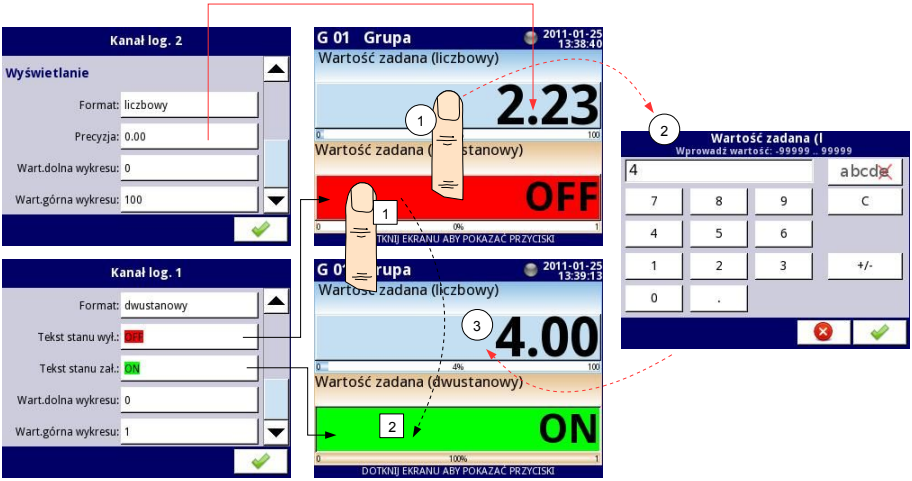

Rys. 7.67. Zasada działania przycisku dla formatu liczbowego i dwustanowego
a) **dla wyłączonej funkcji zatrzask** (patrz **Rys. 7.67**)